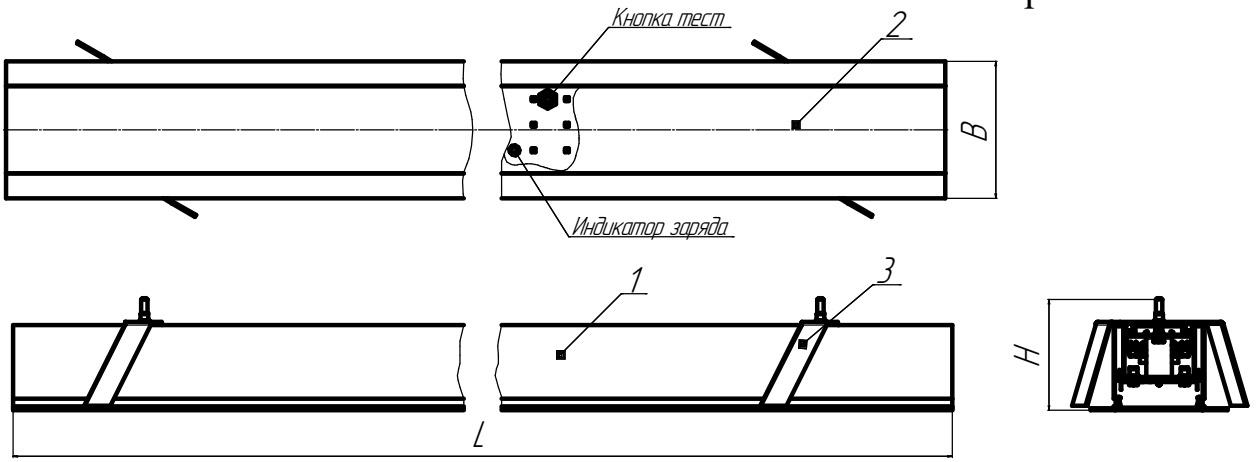

Рисунок 1 - Общий вид светильника серии ДВО02.
6.9 В светильниках присутствует ручное тестирование аварийного режима. Выключите светильник. Зажмите кнопку, находящуюся под рассеивателем на панели со светодиодными модулями (рисунок 1). Источник питания светильника переключится в аварийный режим, напряжение на светодиодные модули будет подаваться от аккамулятора. Для возврата в рабочий режим, отпустите кнопку ручного тестирования.